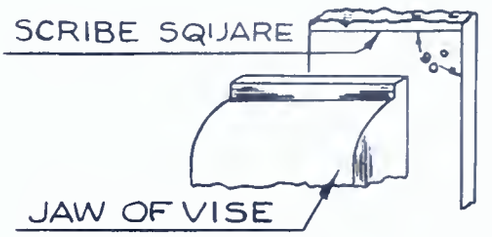

FIG. 36
3. Scribe a square line on the face across one end, as close as possible to that end. See Fig. 36.